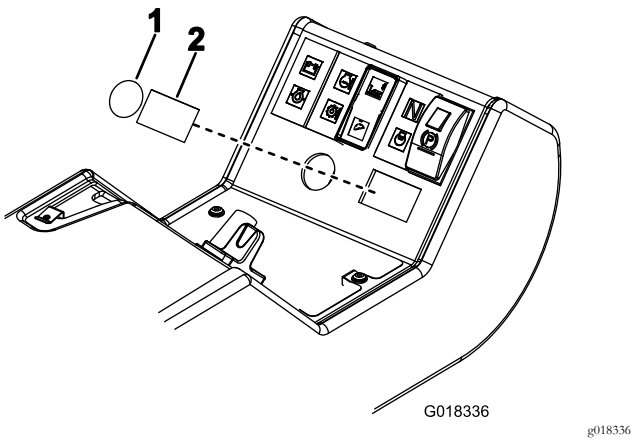

Figura 19
8. Sul quadro di comando, rimuovete il tappo rotondo (pulsante dell'avvisatore acustico) e il tappo rettangolare (interruttore degli indicatori) illustrati nella Figura 19.